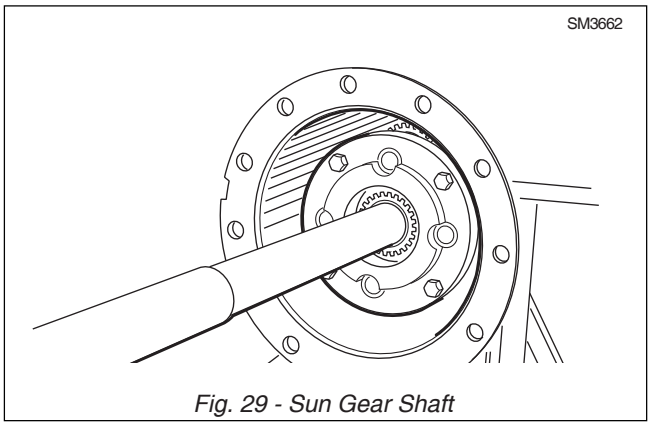

Fig. 29 - Sun Gear Shaft
32. Insert sun gear shaft (63) into the planetary cage assembly. Refer to Fig. 29.